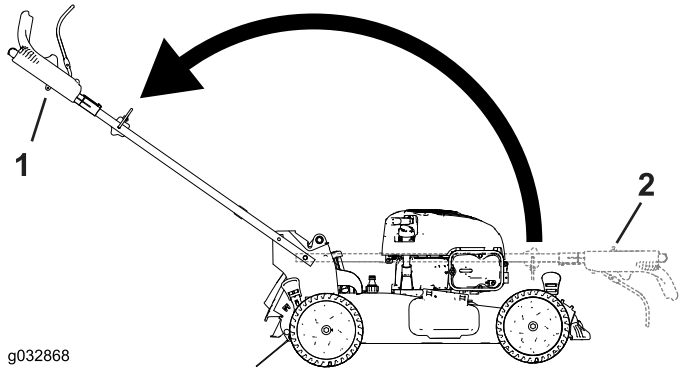

Bild 5
3. Klappen Sie den Griff in die Betriebsstellung hoch, indem Sie ihn nach hinten drehen (Bild 5).